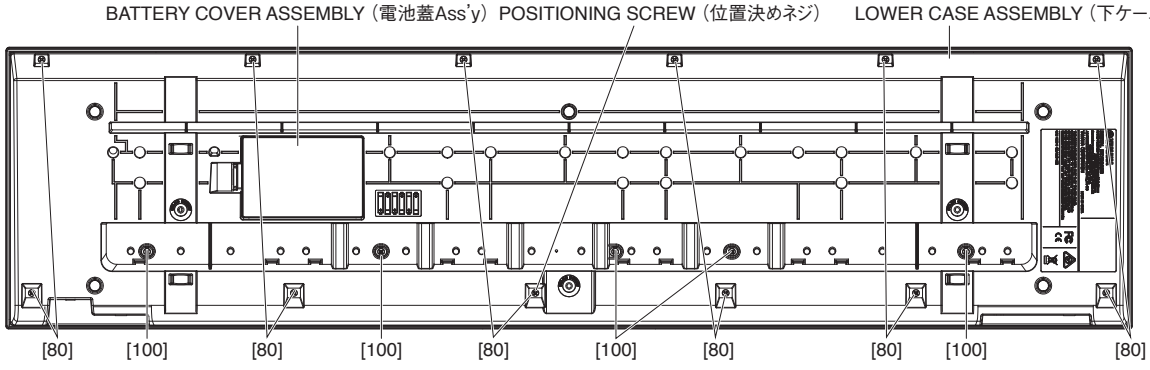
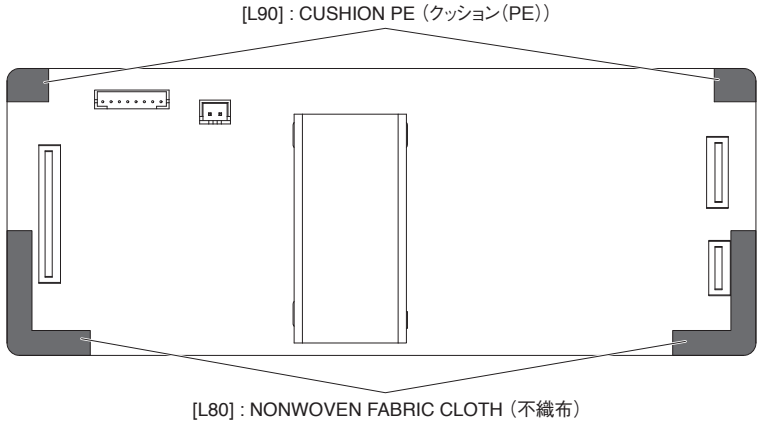
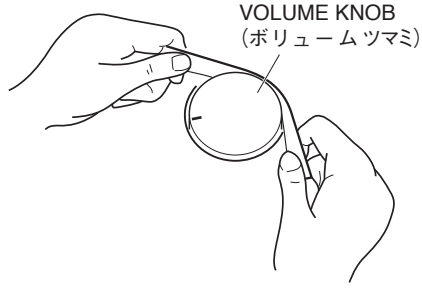

Fig. 1（図1）
Fig. 3（図3）
Fig. 5（図5）
1-1 Turn the unit upside down and remove the twelve (12) screws marked [80] and five (5) screws marked [100]. (Fig. 1)
1-1 本体を裏向きにして、[80]のネジ12本と[100]のネジ5本を外します。(図1)
* ***The two (2) nonwoven fabric cloths marked [L80] and two (2) cushions marked [L90] are not parts of the AM circuit board. When replacing the AM circuit board, be sure to remove these parts and attach them to the new AM circuit board. (Fig. 3)***
※ **[L80]の不織布2枚と[L90]のクッション2枚は、AMシートの構成部品ではありません。AMシートを交換する際には必ずこれらを取り外し、新しいAMシートに取り付けてください。(図3)**
7-1 Remove the volume knob from the control panel. (Fig. 1, Fig. 3)
7-1 コントロールパネル面からボリュームツマミを外します。(図1、図5)
8-1 Remove the volume knob. (Fig. 1, Fig. 5)
8-1 ボリュームツマミを外します。(図1, 図5)
10-2 Set the four (4) claws marked [A] parallel to the groove in the upper case and remove the speaker grille assembly. (Fig. 1, Fig. 4)
10-2 [A]のツメ4 箇所を、上ケースの溝と平行にして、SPグリルAss'yを外します。(図1、図4)